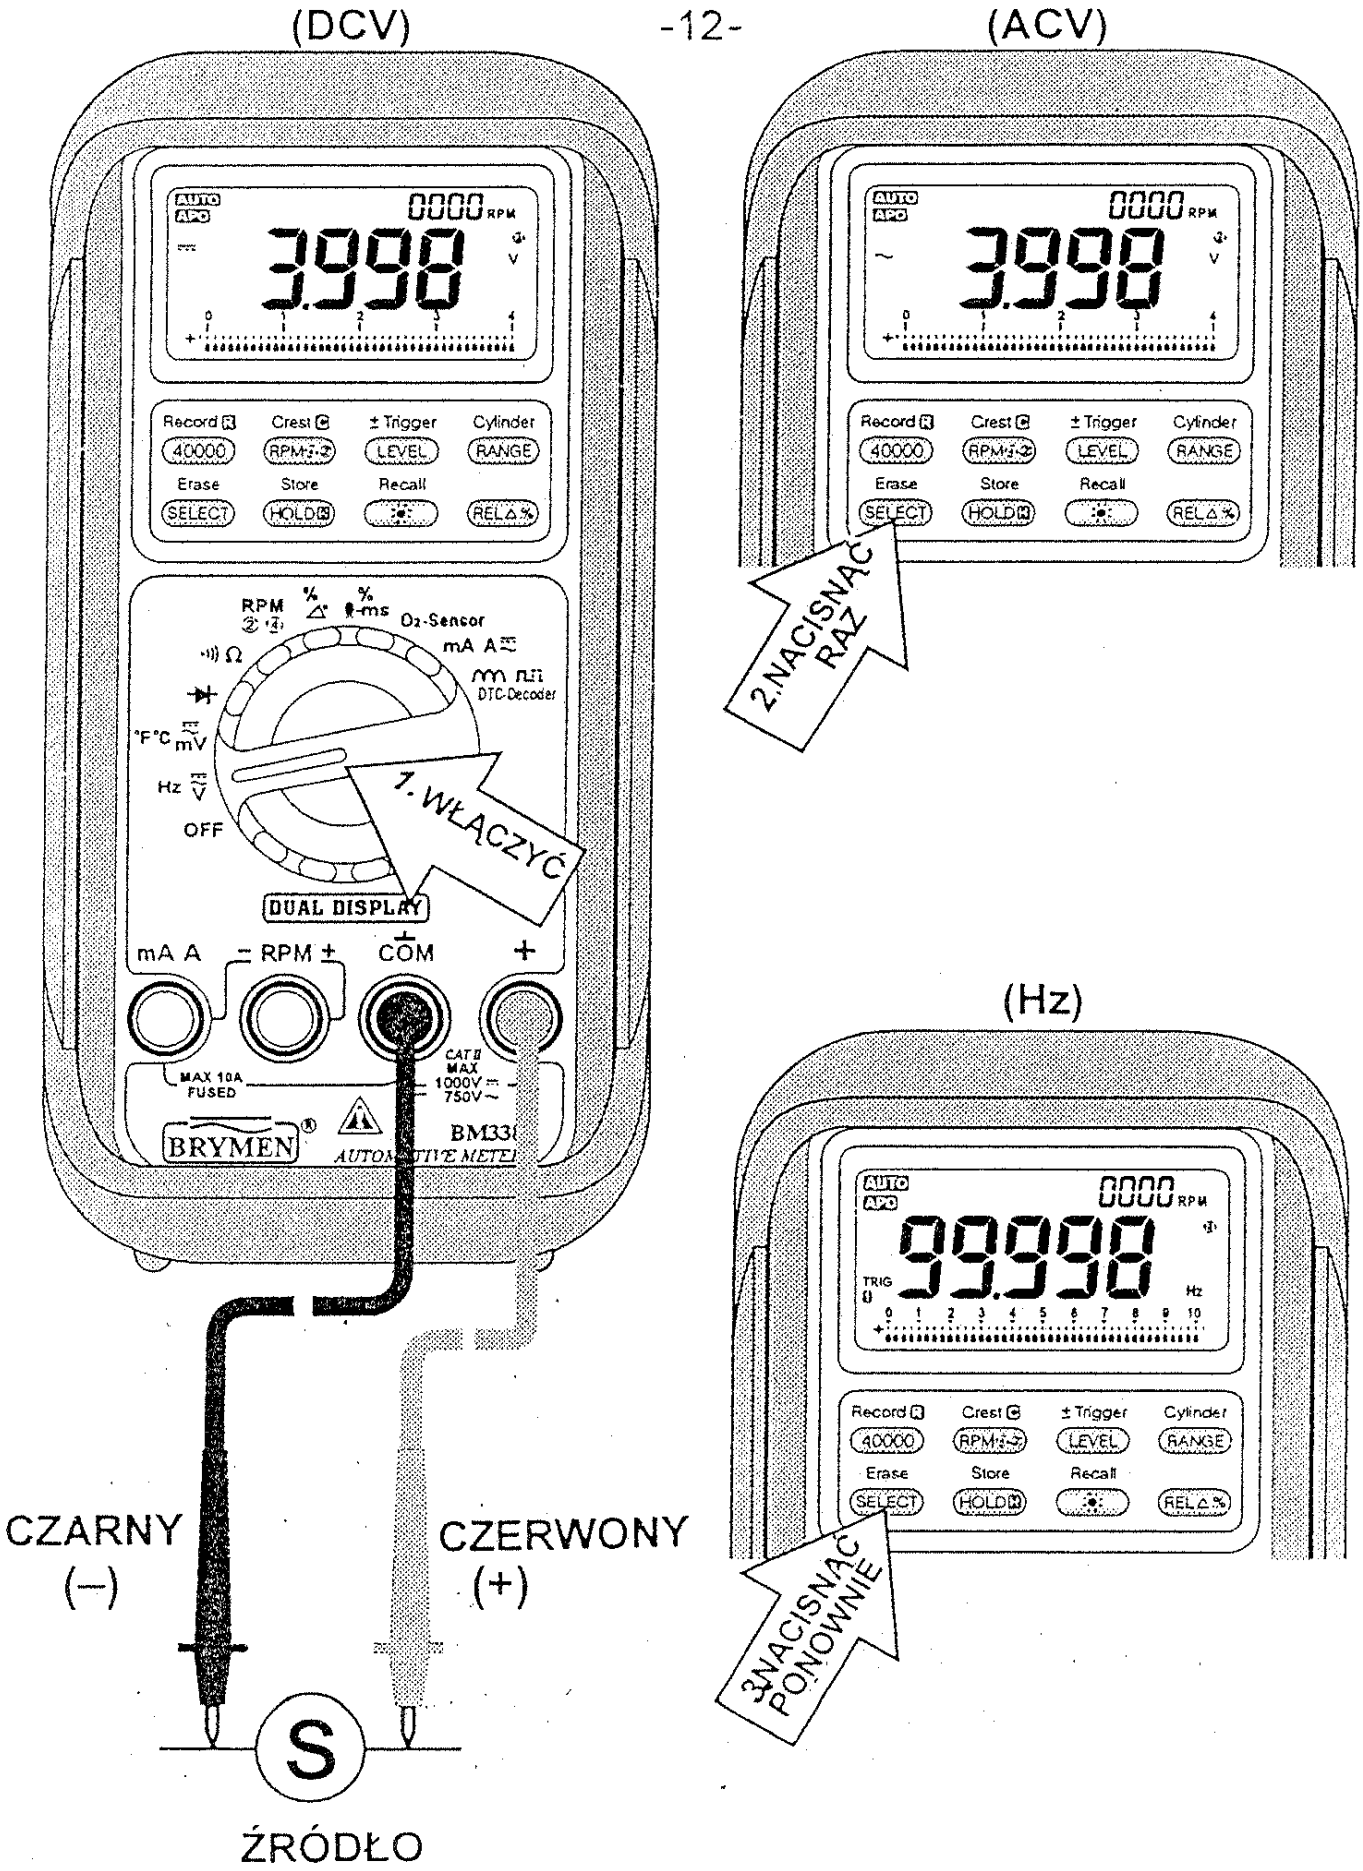

Rys. 3 Pomiar napięcia stałego, zmiennego i częstotliwości
4) Dołączyć pozostałe końce przewodów pomiarowych do źródła mierzonego napięcia i odczytać jego wartość na wyświetlaczu (patrz rys. 3).